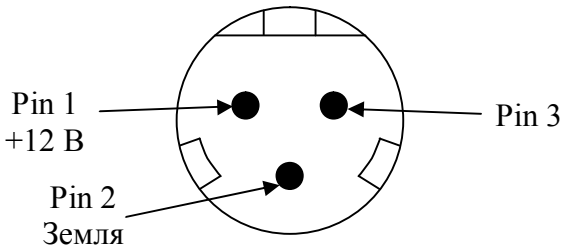

Рисунок 4
- Подключение питания анализатора при использовании внешних питающих устройств. Схема распайки ответной части разъема miniXLR 92M-502(3P) питания анализатора (рисунок 4, таблица 6).
Если работа анализатора будет осуществляться от внешних источников питания (аккумуляторов), то вставить ответную часть разъема питания анализатора miniXLR 92M-502(3P) в соответствующий разъем питания, расположенный на задней панели анализатора (рисунок 1), при этом ответная часть разъема питания должна быть правильно распаяна (рисунок 4) и подсоединена к внешним источникам питания.
внешних источников питания (аккумуляторов), то вставить ответную часть разъема питания анализатора miniXLR 92M-502(3P) в соответствующий разъем питания, расположенный на задней панели анализатора (рисунок 1), при этом ответная часть разъема питания должна быть правильно распаяна (рисунок 4) и подсоединена к внешним источникам питания.